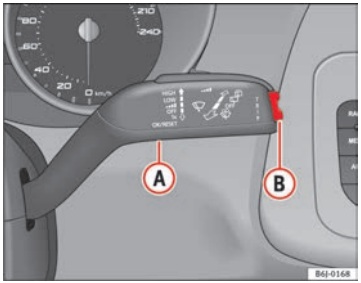

Fig. 35 Windscreen wiper and windscreen wash lever: button A and rocker switch B
You can switch between the following displays in the multifunction display (MFI) by operating rocker switch ⇒ Fig. 35 (B) on the window wiper lever.
When the required speed has been reached, enter the “Speed warning” mode and press button ⇒ Fig. 35 (A) RESET. The set speed is memorised. If the indicated speed is exceeded at any time, a warning message is displayed on the screen and an audible warning sounds.[1)] ▶
This may be deactivated by pressing the RESET button. The speed may be altered using the rocker switch ⇒ Fig. 35 (B) in steps of 5 km/h (mph) within 5 seconds of the initial memory value.